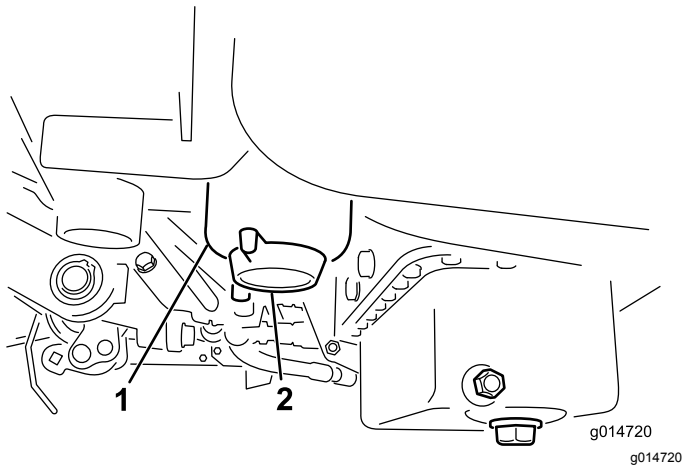

Figur 43
2. Rengjør området der filterboksen skal festes (Figur 43).
4. Åpne tappepluggen (Figur 43).